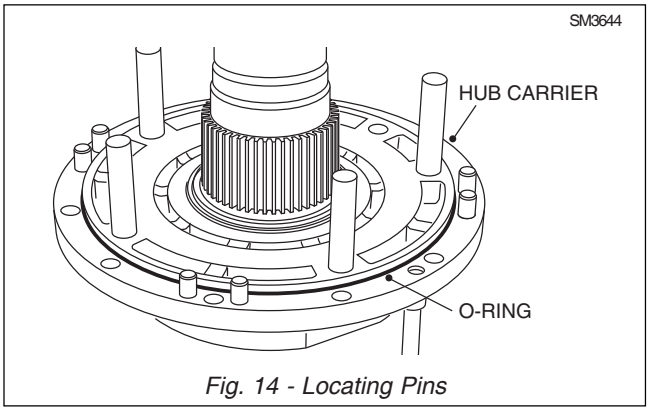

Fig. 14 - Locating Pins
10. Fit o-ring (38) then locate pins (35) and dowel pins (9) into mating holes on the hub carrier (50). Refer to Fig. 14.